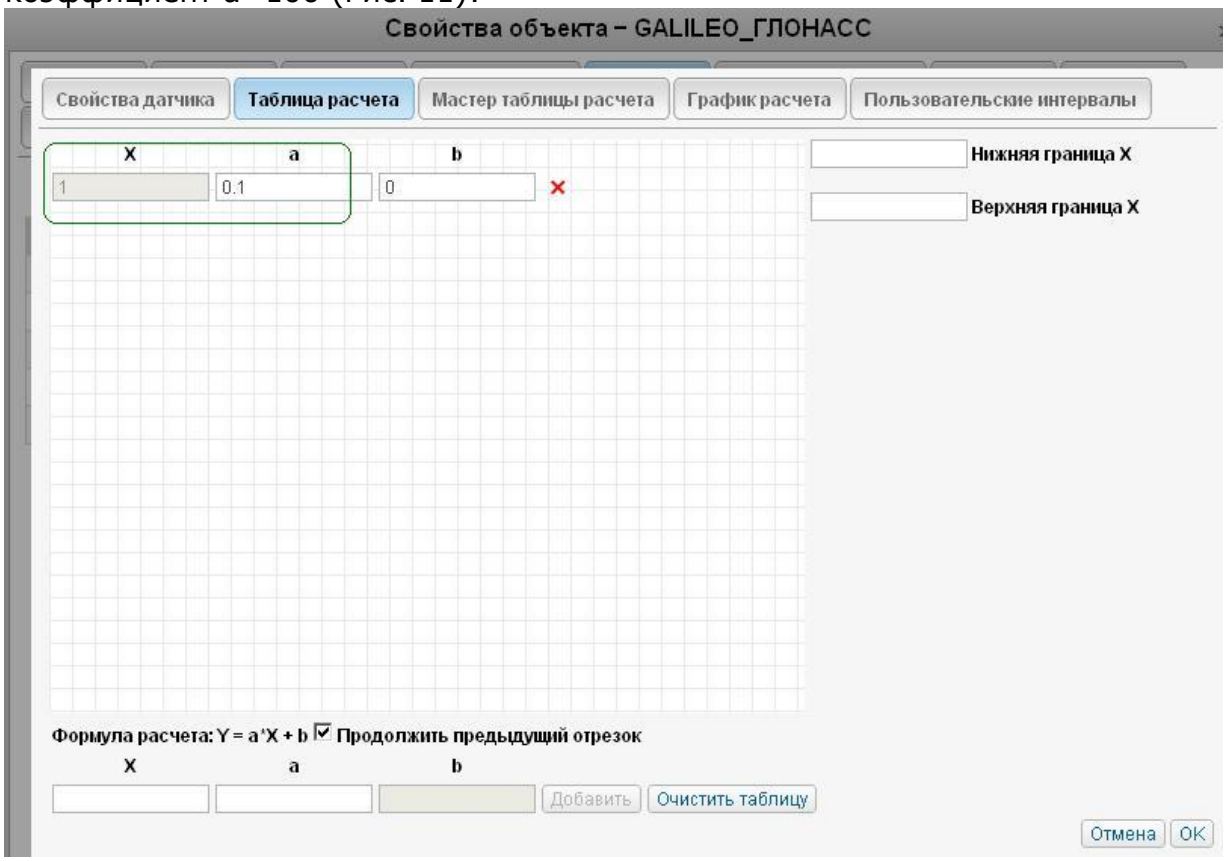

Рисунок 11
3.4.2. Для корректной обработки десятичной запятой установить коэффициент a=100 (Рис. 11):